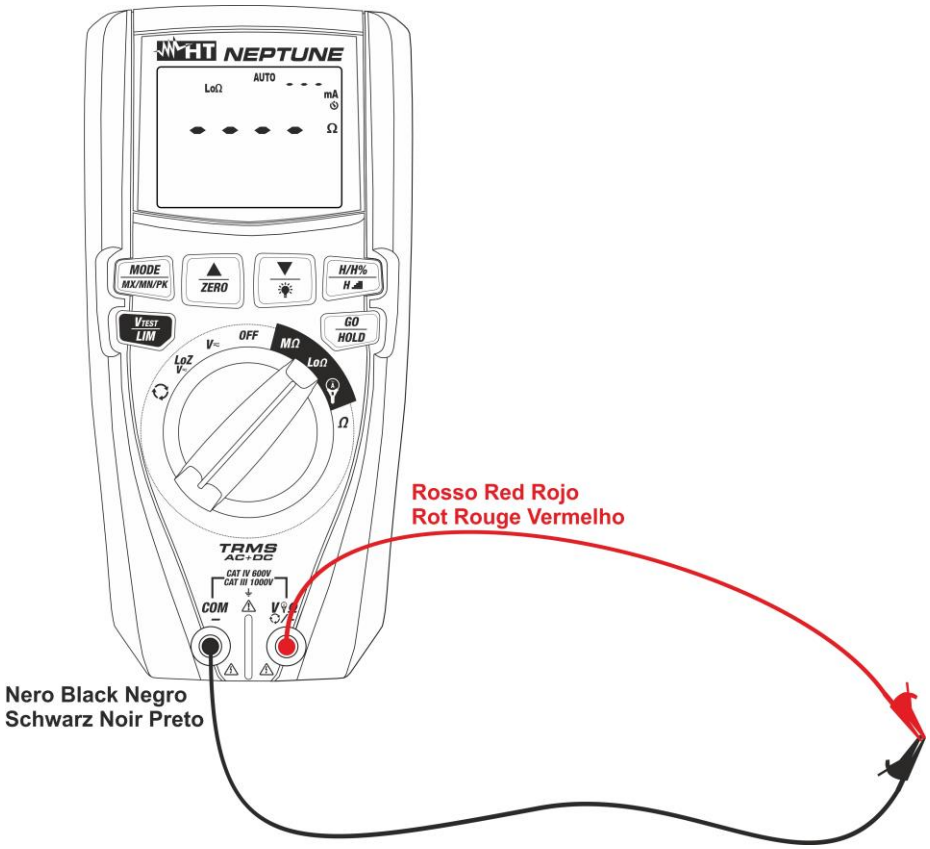

Fig. 32: Ligação dos cabos em função da compensação
2. Inserir os cabos de medida nos terminais de entrada **VΩ/+** e **COM/–**, ligar os terminais com crocodilos e curtocircuitar as extremidades dos cabos entre si (ver Fig. 32)